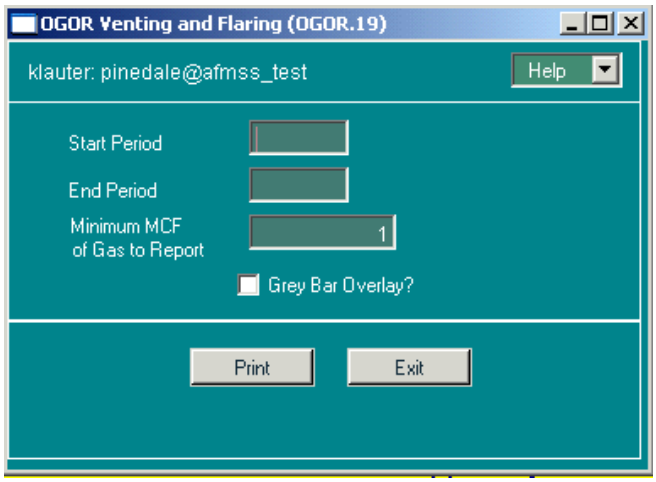

Figure 7-23: OGOR Venting and Flaring (OGOR.19) Window
1. From the *Non-Indian AFMSS Main Menu* select **OGOR** then **OGOR Reports** to display the reports submenu. From the submenu select **Venting and Flaring (OGOR.19)** to launch the window (Figure 7-23).